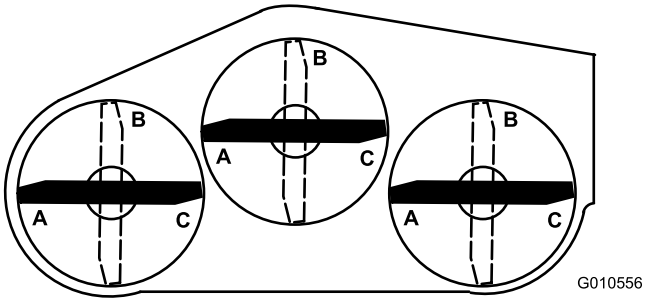
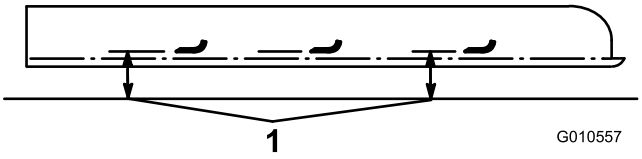

Figuur 27
Figuur 28
6. Plaats alle 3 messen in de stand A (Figuur 27) en meet vanaf het oppervlak tot de onderzijde van de punt van elk mes (Figuur 28) en noteer de meting.
7. Draai de messen naar stand B (Figuur 27), meet de afstand van alle messen tot het oppervlak en noteer de afstanden (Figuur 28).
8. Draai de messen naar stand C, voer de meting uit en noteer de gemeten afstand (Figuur 27 en Figuur 28).